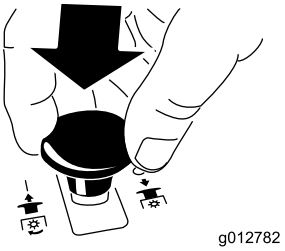

Figuur 11
- Zet de aftakasschakelaar omlaag naar de stand Uit (Figuur 11).